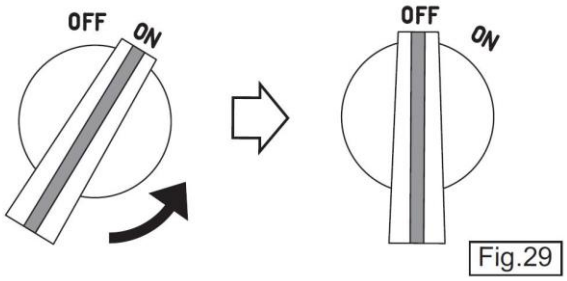

Fig.29
2. Vrid motorströmbrytaren till ”OFF” för att stanna motorn. (Fig. 29)